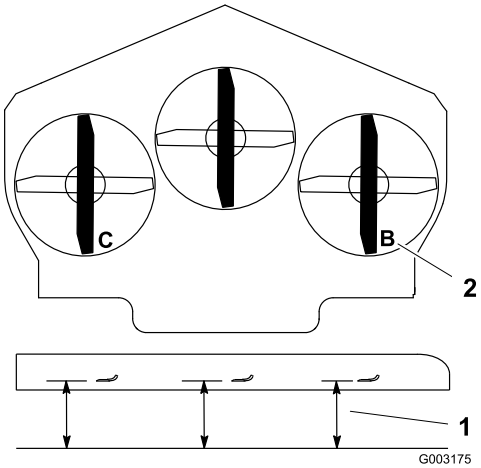

**Figuur 67**
1. Zet het rechter maaimes in de schuinstand (Figuur 67).
2. Meet het rechtermes bij punt **B**. Meet de afstand tussen een horizontaal oppervlak en de snijrand van het maaimes (Figuur 67).
4. Zet het linker maaimes in de schuinstand (Figuur 67).
5. Meet het linkermes bij punt **C** (Figuur 67). Meet de afstand tussen een horizontaal oppervlak en de snijrand van het maaimes.